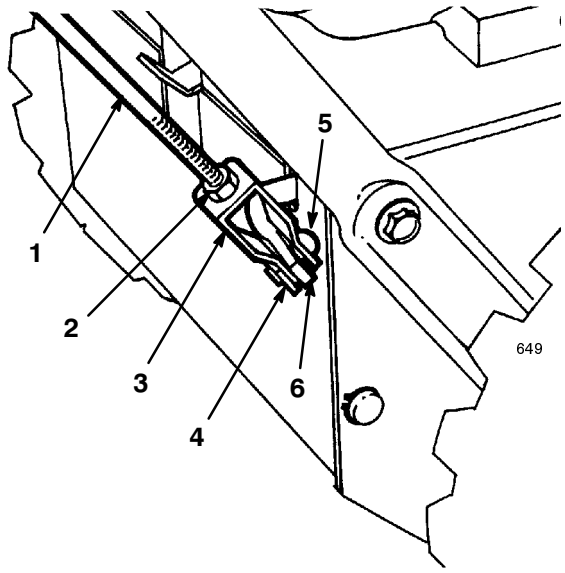

Figure 8
1. Loosen the jam nut above the clevis on the upper control rod (Fig. 8).
2. Align the holes in the clevis and the lower control rod and insert the clevis pin (Fig. 8).
C. Thread the clevis up or down to increase or decrease the distance between the handgrip and the auger/impeller drive control lever (Fig. 8).
6. When the adjustment is correct, install the clevis pin and secure it in place with the cotter pin (Fig. 8).
7. Tighten the jam nut to secure the clevis (Fig. 8).